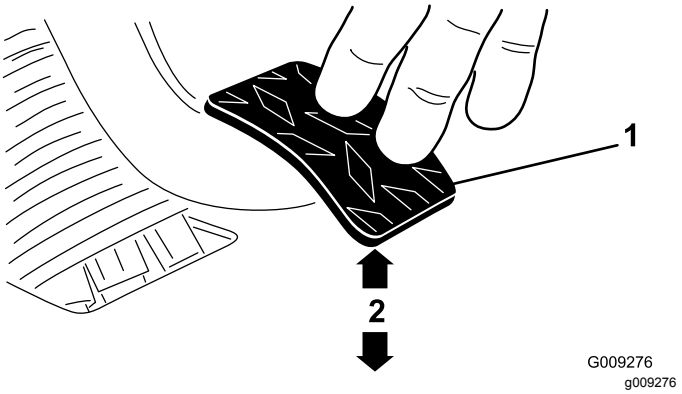

**Figur 64**
3. Juster kontramøtrikkerne eller kugleleddet, indtil bagsiden af koblingspedalens bagkant befinder sig 9,2 til 9,8 cm fra toppen af gulvpladens diamantmønster, når du trykker på pedalen med en kraft på 1,8 kg (Figur 64).